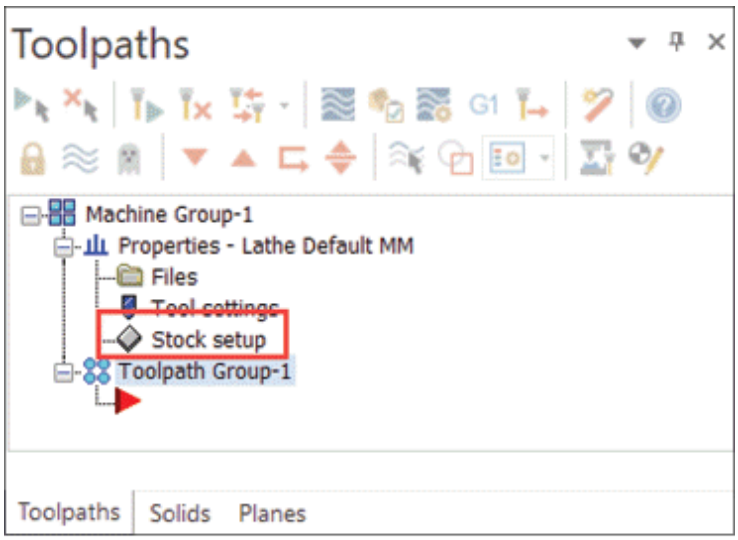
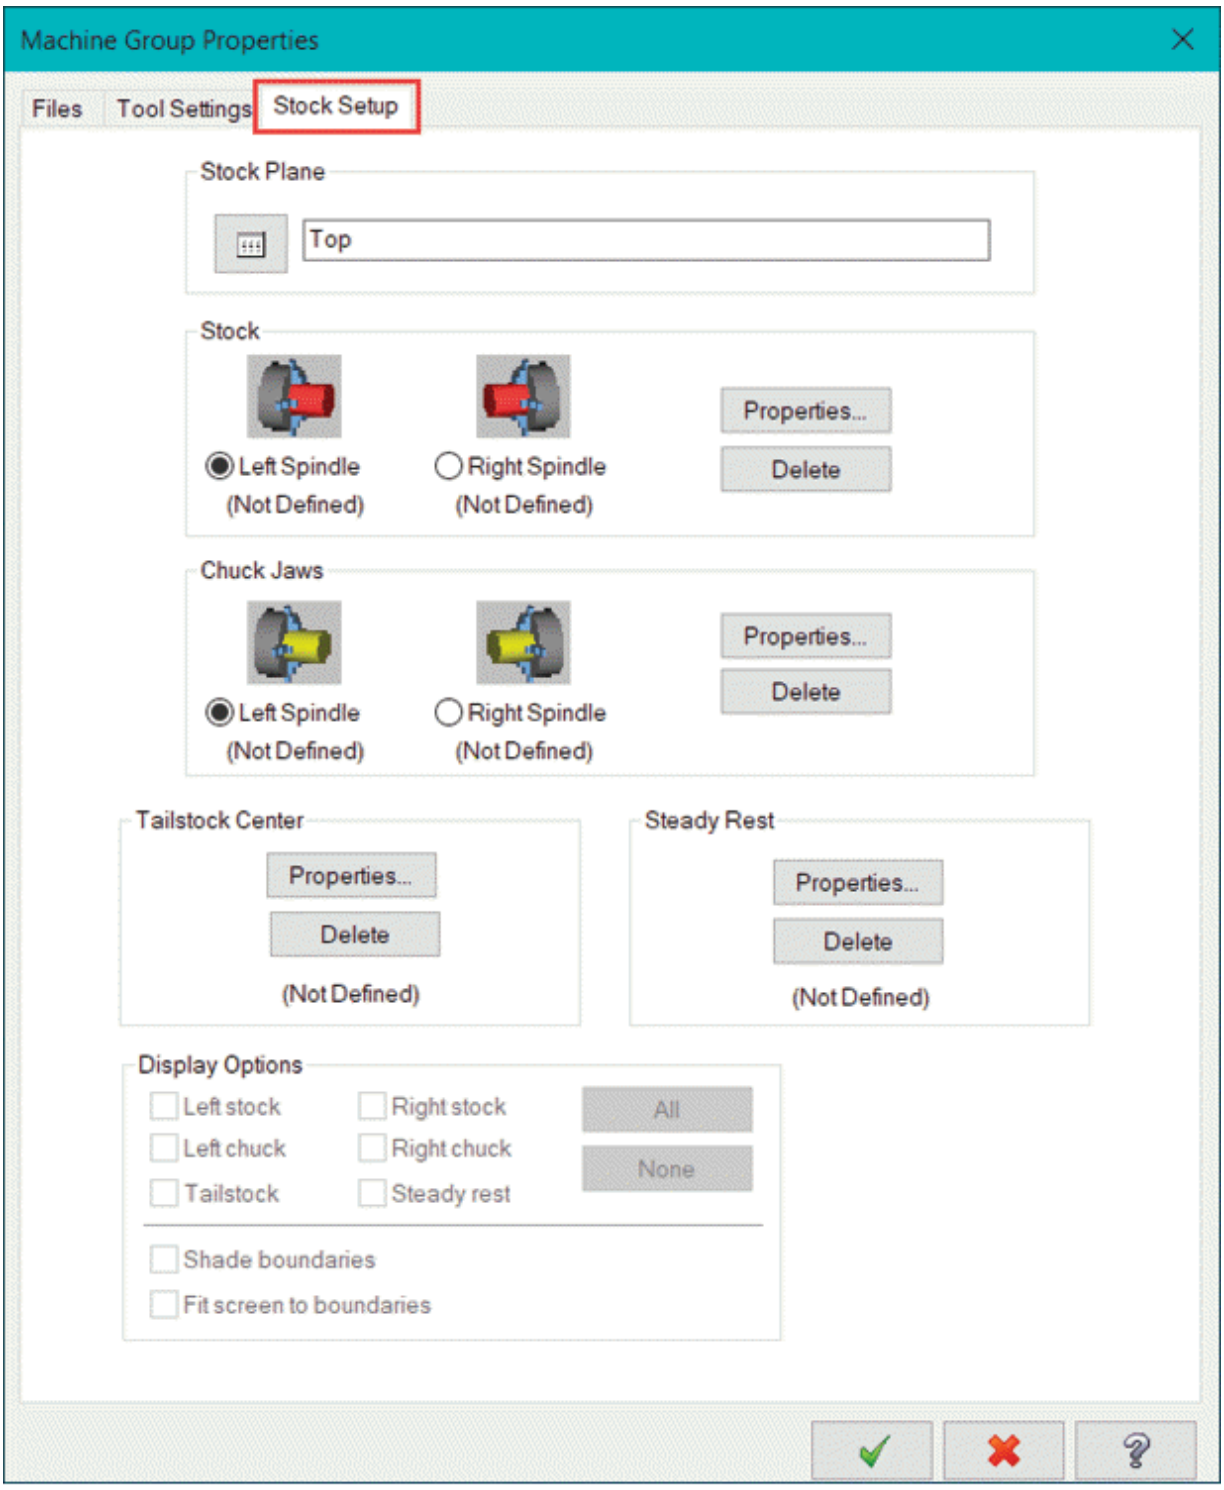

Figure-9. Stock setup option
Figure-10. Stock Setup tab
- Expand the **Properties** node of **Machine Group** in the **Toolpaths Manager** and click on the **Stock setup** option; refer to Figure-9. The **Stock Setup** tab will be displayed in the **Machine Group Properties** dialog box; refer to Figure-10.